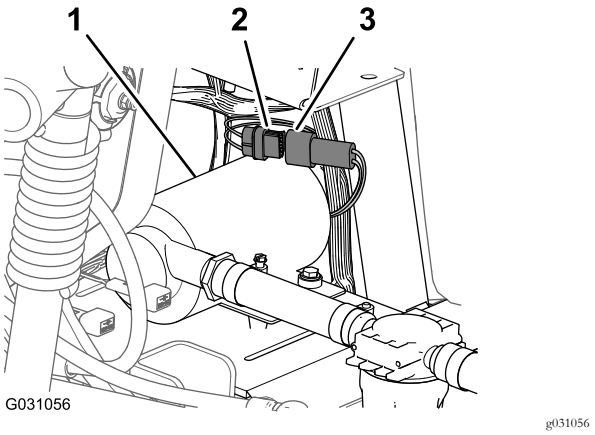

Figura 121
1. Conecte el conector de 6 pines del arnés de la bomba de enjuague al conector hembra de 6 vías del arnés de cables trasero marcado (RINSE PUMP (Figura 121).